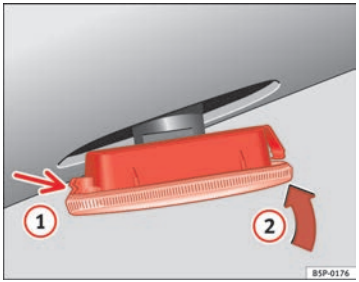

Fig. 223 Side turn signal
– First place the turn signal in the opening in the bodywork, fixing the tabs ⇒ fig. 223, arrow (1).
– Insert the bulb as shown by the arrow (2) ⇒ fig. 223.